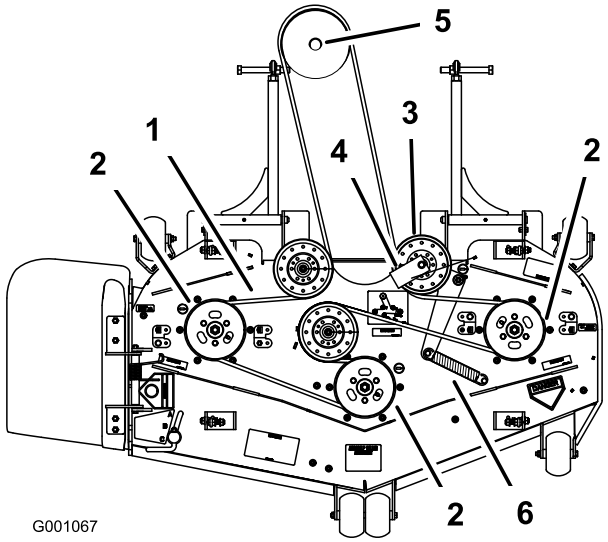

Figur 68
6. Montera en ny rem runt klipparremsskivorna och växellådsskivan under motorn (Figur 68).
7. Montera remstyrningen på den fjäderbelastade remskivan med 45 graders vinkel i enlighet med Figur 68. Dra åt bulten till ett moment på 37–45 Nm.
8. Montera mellanremskivfjädern på de två hållarna (Figur 68).